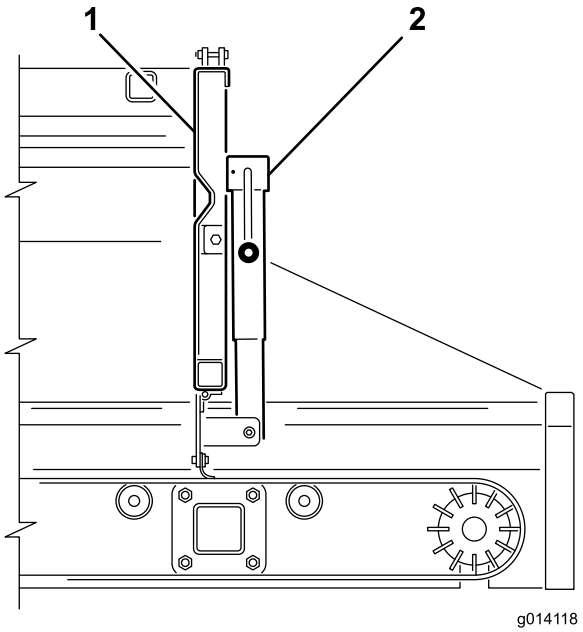
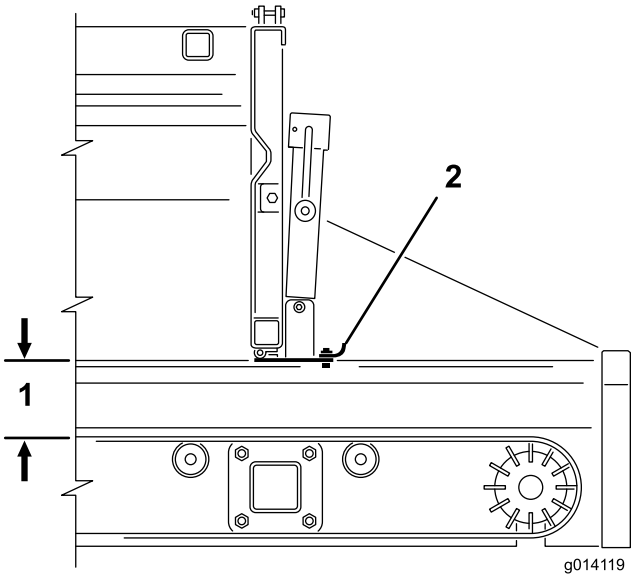

**Figur 27**
**Figur 28**
2. Bruk jekkhåndtaket til å åpne eller lukke den justerbare delen av baklemmen (Figur 27 og Figur 28). Dette alternativet begrenser materialstrømmen.